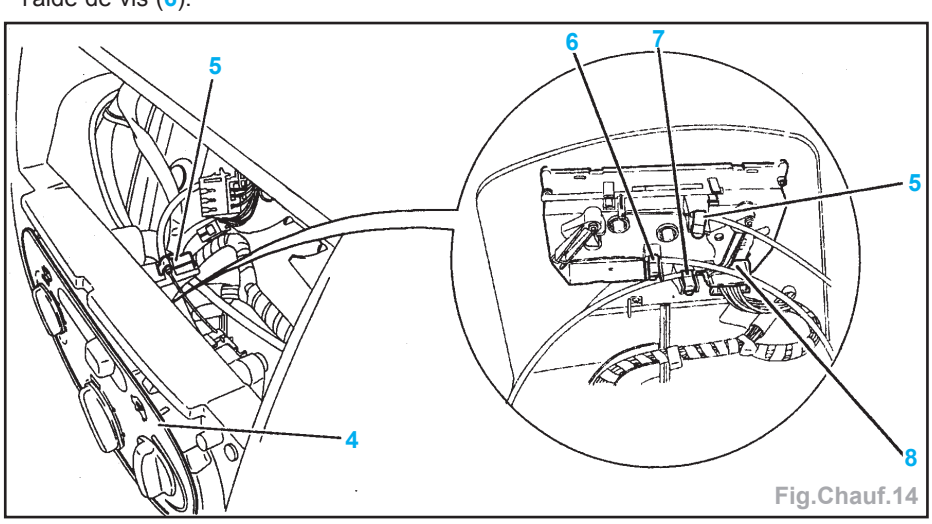

Fig.Chauf.14
- Dégager la façade (4) de son logement (Fig.Chauf.14).
- Dégrafer le connecteur (8).